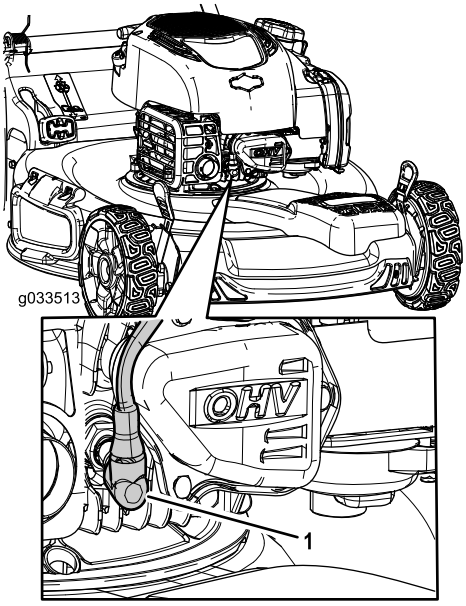

Figur 30
2. Koble fra tennpluggledningen fra tennpluggen (Figur 30) før du utfører vedlikeholdsprosedyrer .